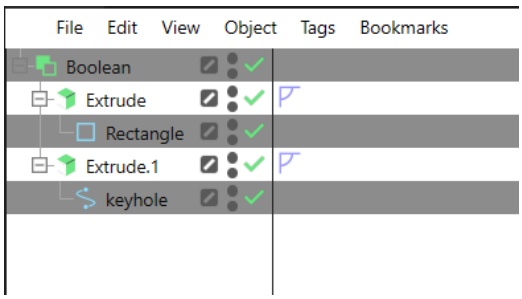
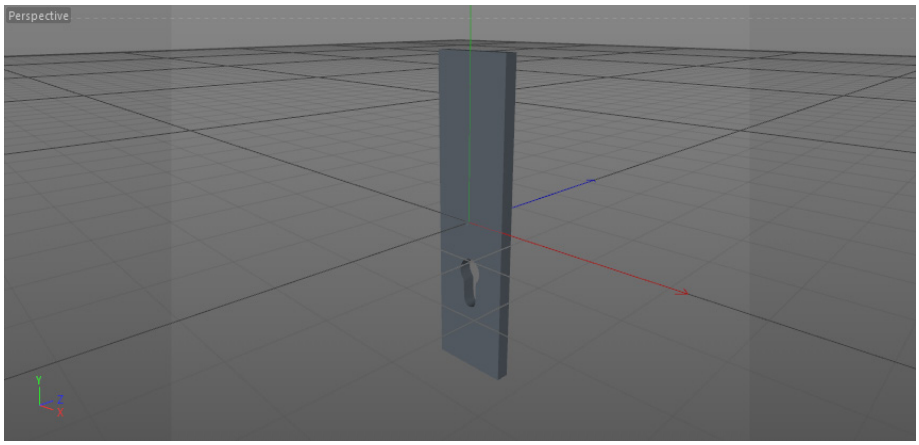

Figure 2-17 *Extrude connected to Boolean*
Figure 2-18 *The hole created in the Perspective viewport*
11. In the Object Manager, select *Extrude* and press and hold the left mouse button; the shape of the cursor is changed. Next, drag *Extrude* to *Boolean*; *Extrude* is connected to *Boolean*, as shown in Figure 2-17. Also, *keyhole* is subtracted from *Extrude* and a hole is created in the Perspective viewport, as shown in Figure 2-18.